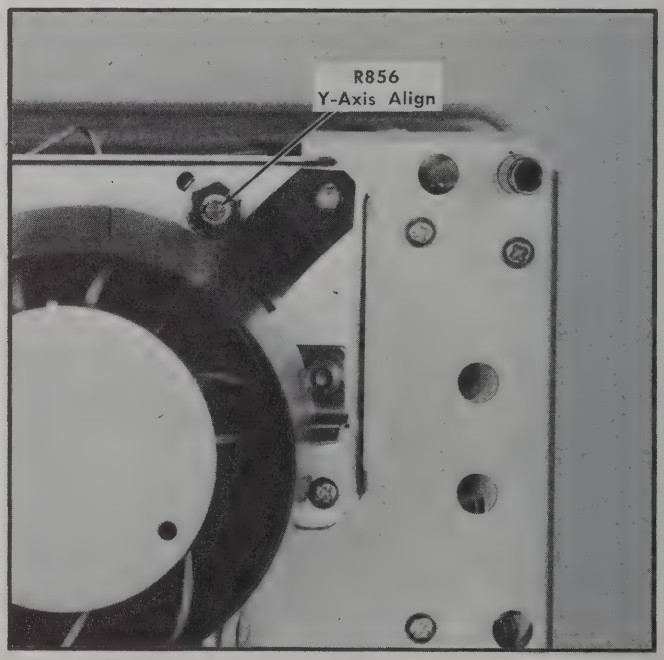

Fig. 6-11. Location of Y Axis adjustment (rear panel).
g. ADJUST—Y Axis Align adjustment, R856 (see Fig. 6-11), to align the markers with the centerline.